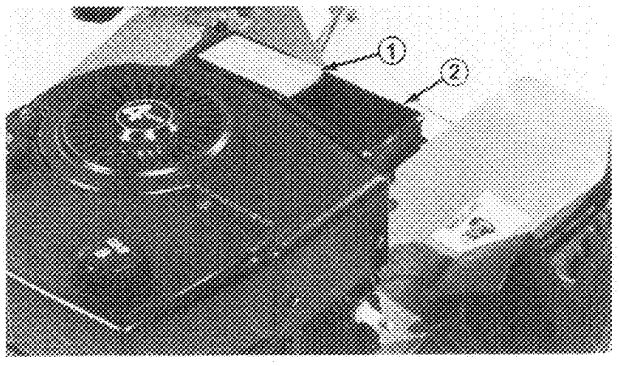

Figure 23
3. Look at top of air cleaner element (Fig. 23). If it is dirty, the element must be removed from air cleaner body (Fig. 23) and cleaned.
D. Place element into the air cleaner body (Fig. 23).